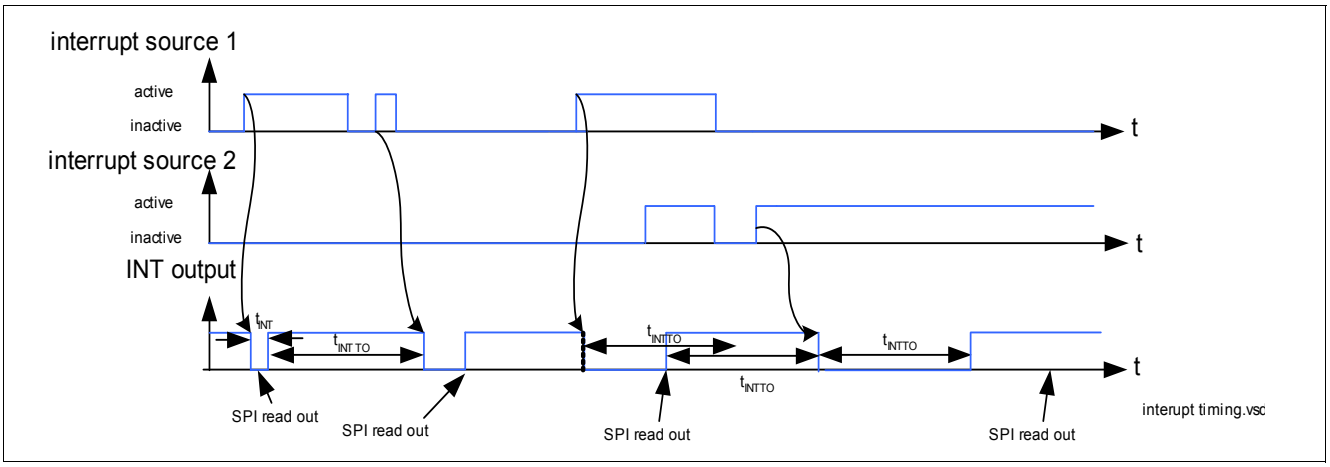

Figure 32 Interrupt Timing
Figure 32 illustrates the interrupt timing. The INT output is set LOW as soon as an interrupt condition occurs. The INT pin is released after a SPI interrupt buffer read out command, that is performed with a Read Only command (111) to register (000). In case consecutive interrupt sources are indicated before the SPI read out, only one INT LOW will be raised but the SPI read out will indicate the interrupt sources. A time-out feature is implemented. The INT pin can be active LOW only for the time t_{INTTO}. Afterwards, the INT pin is released but the INT source is still valid or present in the SPI register. Between two activations of the INT, there is at least a delay of t_{INTTO}. If an interrupt occurs in the meantime, the information is stored and the INT will go LOW after t_{INTO}. The INT pulse width is at minimum t_{INT}.